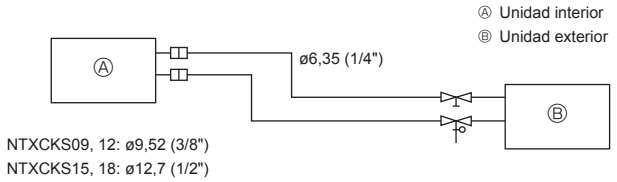

Fig. 5-1
5.2. Tubo de refrigerante (Fig. 5-1)